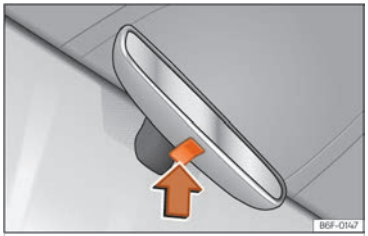

Fig. 110 Retrovisor antienlluernament manual.
- Per enfosquir el retrovisor, premeu la tecla del mirall cap amunt ››› **fig. 110** (fletxa).